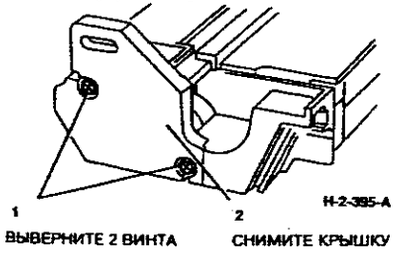

**Рисунок 1. Снятие передней крышки**
5. (Рисунок 1) Снимите переднюю крышку узла проявления.